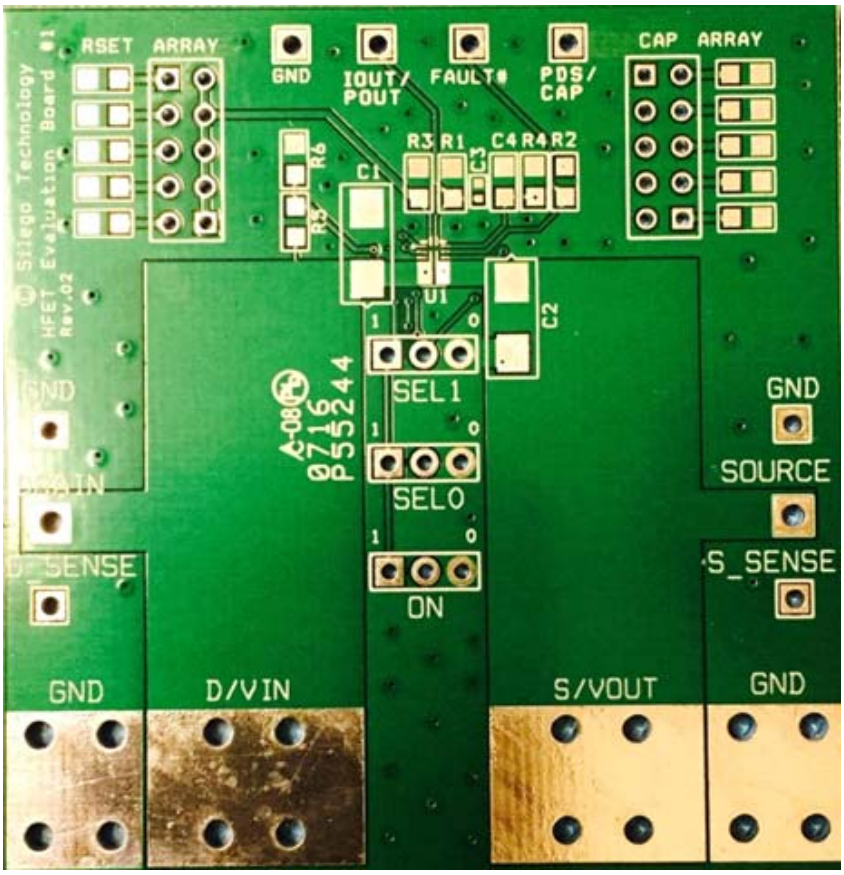

Figure 28. SLG59H1005V Evaluation Board
1. Since the VIN and VOUT pins dissipate most of the heat generated during high-load current operation, it is highly recommended to make power traces as short, direct, and wide as possible. A good practice is to make power traces with absolute minimum widths of 15 mils (0.381 mm) per Ampere. A representative layout, shown in Figure 28, illustrates proper techniques for heat to transfer as efficiently as possible out of the device;
A HFET1 Evaluation Board for SLG59H1005V is designed according to the statements above and is illustrated on Figure 28. Please note that evaluation board has D_Sense and S_Sense pads. They cannot carry high currents and dedicated only for RDS_{ON} evaluation.